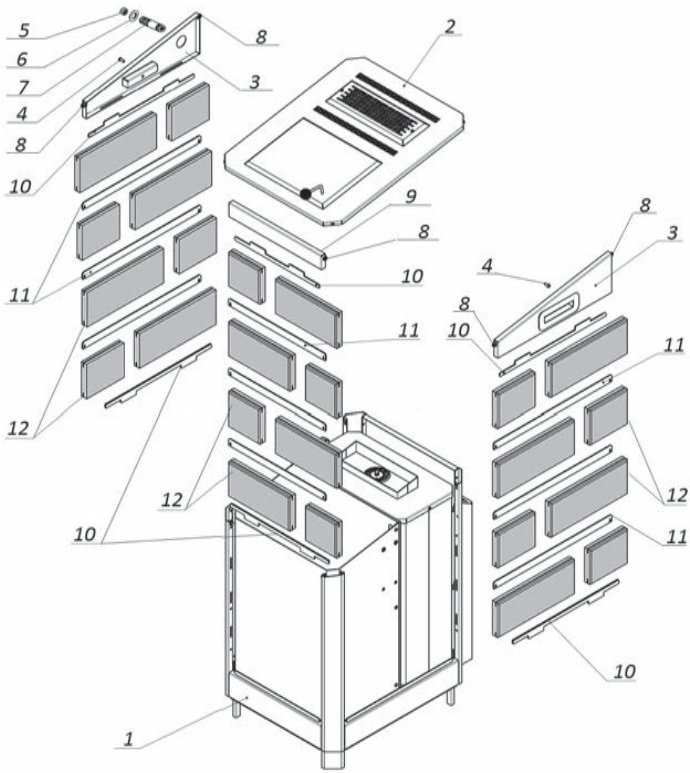
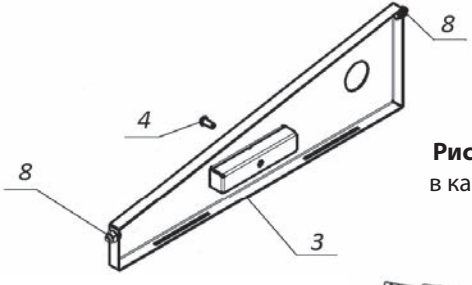

Рис. 9 Схема сборки каменной облицовки Паротермальной электрической печи «ПАРиЖАР-6,25 кВт». Облицовка печей другой мощности собирается по аналогии
Рис. 10 Боковая стенка корпуса ЭНУ
2.1.3.1 Внимание! Прежде чем устанавливать каменную облицовку необходимо подключить электрическую печь к электрической и водопроводной сетям выполнив пункты 2.1.1 и 2.1.2 данного Руководства. Установить печь на место её эксплуатации. Схема сборки каменной облицовки представлена на рис. 9.
2.1.3.2 Распаковать и рассортировать по длинам каменные плитки (поз. 12, рис. 9) и металлические вставки (поз. 10 и 11, рис. 9) на переднюю и боковые стенки ЭНУ.
2.1.3.3 Снять верхнюю крышку (поз. 2, рис. 9). Для этого открутить 4 самонарезных винта на угловых торцах крышки. Отвернуть пробку (поз. 5, рис. 9) и декоративную гайку (поз. 6, рис. 9), после этого выкрутить штуцер отбора пара (поз. 7, рис. 9). Выкрутить из боковых ручек винты (поз. 4, рис. 9, рис. 10). Во внутренней полости уголков корпуса ЭНУ ослабить гайки крепления (поз. 8, рис. 9, рис. 10) передней (поз. 9, рис. 9) и боковых (поз. 3, рис. 9, рис. 10) стенок. Потянув вверх снять боковые и переднюю стенки.
2.1.3.4 Установить металлические вставки с выступами (поз. 10, рис. 9) на панели основания (поз. 1, рис. 9) совместив выступающие части планок с вырезами в панелях. Установить каменные плитки (поз. 12, рис. 9) первого ряда со всех трёх сторон, надев плитку прорезью на вставку (поз. 10, рис. 9). В прорези установленных плиток вложить металлические вставки (поз. 11, рис. 9) и установить второй ряд плиток. Следующие ряды каменных плиток устанавливаются аналогично. После установки последнего (верхнего) ряда плиток в их прорези укладываются металлические вставки с выступами (поз. 10, рис. 9). Схемы установки декоративных, каменных плит показаны на рисунке 11.
2.1.3.5 Установить боковые (поз. 3, рис. 9, рис. 10) и переднюю (поз. 9, рис. 9) стенку совместив выступы металлических вставок (поз. 10, рис. 9) с прорезями в нижних гранях стенок. Затянуть гайки крепления (поз. 8, рис. 9, рис. 10). Завернуть винты (поз. 4, рис. 9, рис. 10) в ручки боковых стенок.
2.1.3.6 Используя ленту Фум ввернуть в парогенератор штуцер отбора пара (поз. 7, рис. 9). На штуцер установить декоративную гайку (поз. 6, рис. 9), после этого навернуть пробку (поз. 5, рис. 9).
2.1.3.7 Установить и закрепить саморезами верхнюю крышку (поз. 2, рис. 9).